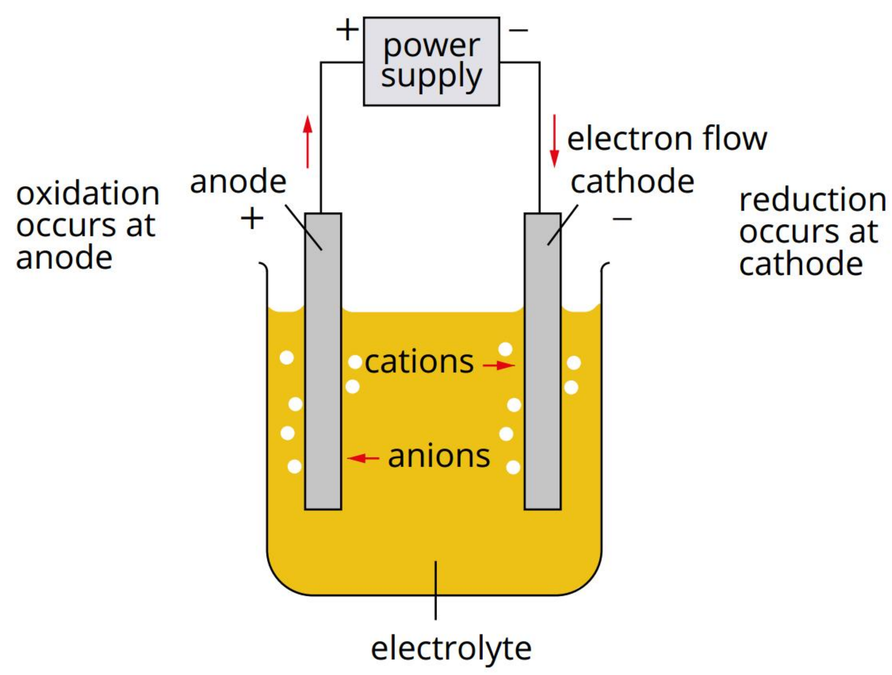

FIGURE 7.1.2 A representation of an electrolytic cell
Chemical reactions occur when an electric current from a direct current (DC) power supply passes through a conducting liquid. This process is called **electrolysis,** and the apparatus used for electrolysis is called an electrolytic cell. A diagram of a typical electrolytic cell is shown in Figure 7.1.2. The two electrodes in the cell act as conductors of electricity and are connected to a power supply. The electrode connected to the positive terminal of the power supply is called the positive electrode, and the electrode connected to the negative terminal is called the negative electrode.